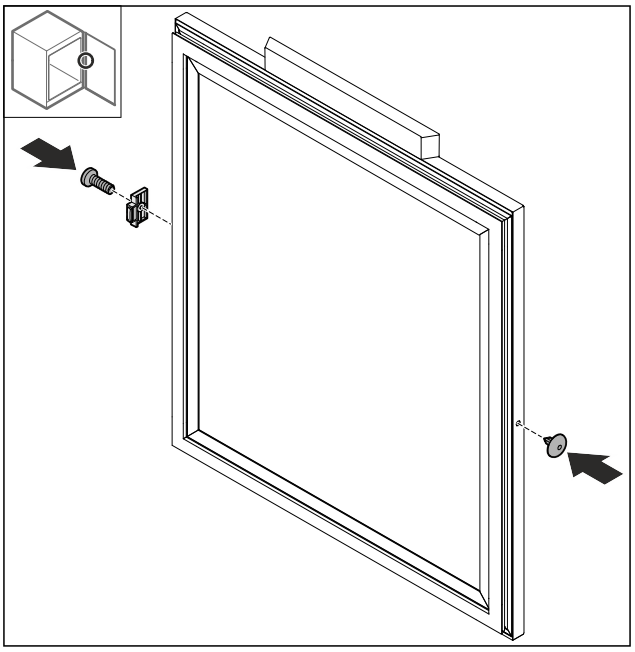

Fig. 48
▶ Türstopper *Fig. 48 (1)* um 180° gedreht auf der Gegenseite montieren.
▶ Abdeckung *Fig. 48 (2)* auf der Gegenseite einsetzen.